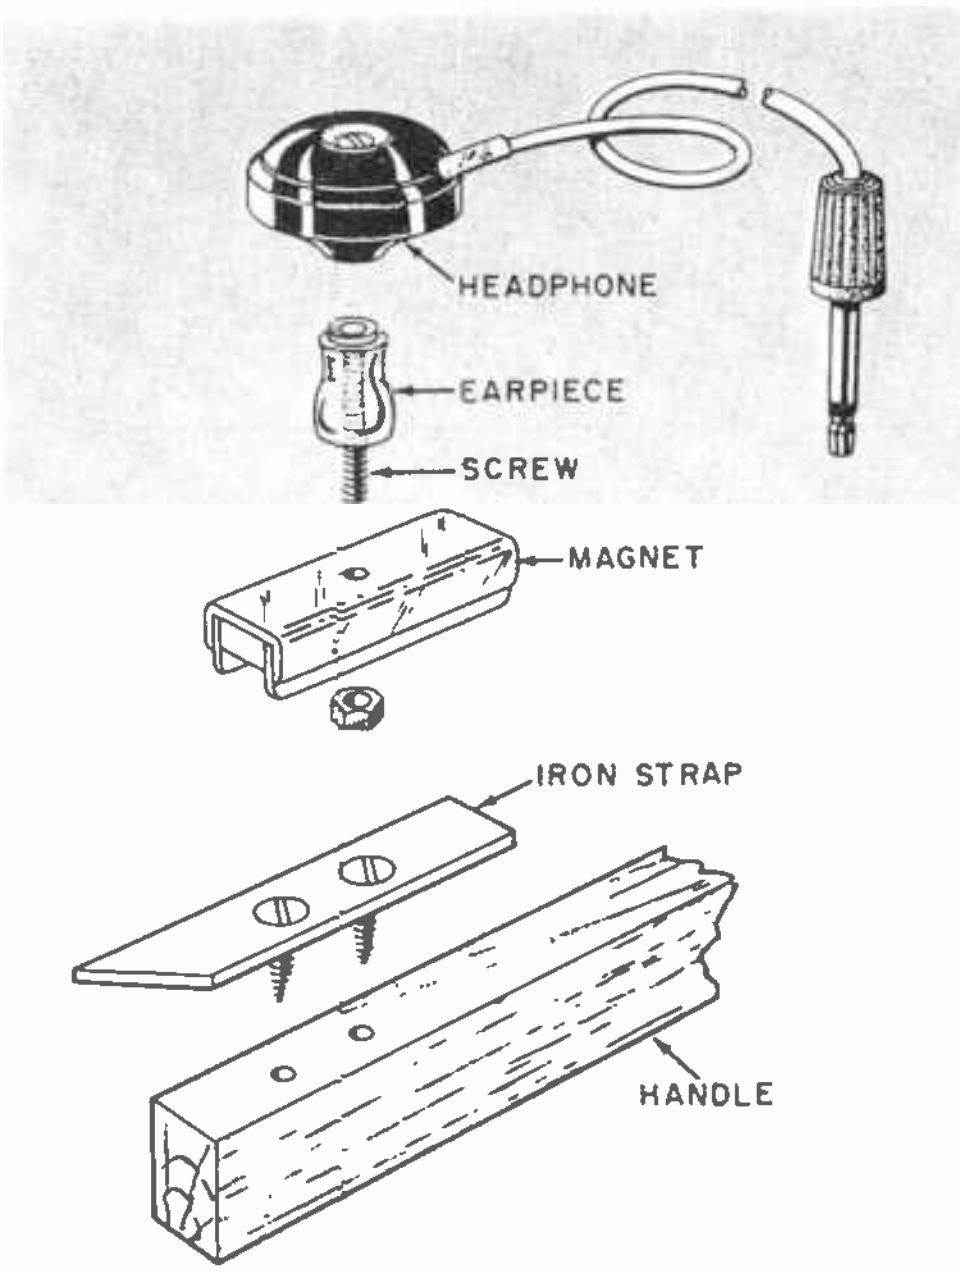

Fig. 3. The pickup should be mounted on a small but strong magnet. The probe consists of a wood handle with a flat piece of iron bolted to one end.
*L1, L2—See Fig. 3*
Fig. 3. To fabricate the antenna/oscillator coil (L1-L2), close-wind the indicated number of turns of #26 Formvar enameled wire on a 4" length of 1"-diameter polystyrene, phenolic or cardboard form.
en in Fig. 3, wind *L1* and *L2* on the form. Thread the free end of each lead down through one hole and back up through the other to hold the wire in place. When winding *L2*, form a loop about an inch long and twist it together at the 25th turn from the left end; this is your coil tap. Finish winding the coil.
To make a hands-free mount for the sound pickup (microphone), attach the small headphone unit to a magnet. Cut the head off a 1½"-long #6 or #8 machine screw (whichever will make a better fit), and insert the screw into the earpiece as shown in Fig. 3. Secure it in place with a drop of cement. Bolt the earpiece assembly to the magnet, being careful not to overtighten it. The magnet shown can be obtained from most hardware and department stores.
You can make a suitable probe for getting into hard-to-reach places with the pickup by attaching a small flat piece of steel or iron to one end of a 24" x 1" x 1" piece of wood (see Fig. 3). The size of the metal is not important, but it should be large enough to accommodate the magnet. The end of the metal should be cut to a point to obtain maximum resolution of the trouble area.